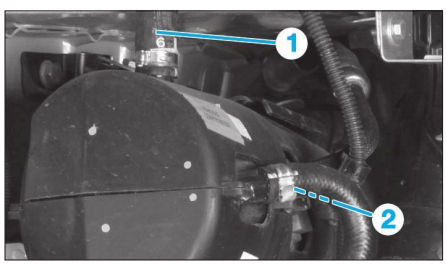

Fig. 21
• Mettre en place un pince durit sur la canalisation d'alimentation (1) de groupe électropompe **(Fig.21)**.
• A l'aide d'une clé torx de 40, déposer la vis de la canalisation haute pression (2) en évitant l'écoulement du liquide de direction assistée.